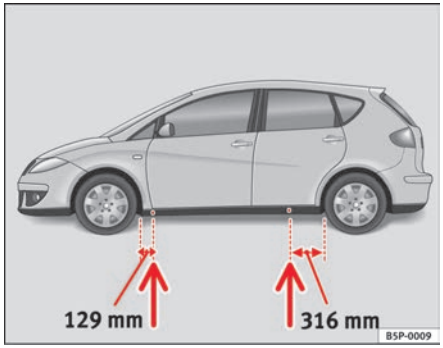

Fig. 171 The jacking points
– Locate the jacking point under the door sill closest to the wheel to be changed ⇒ fig. 171.
Recesses at the front and rear of the door sills mark the jacking points ⇒ fig. 171. There is only one jacking point for each wheel. Do not fit the jack anywhere else.